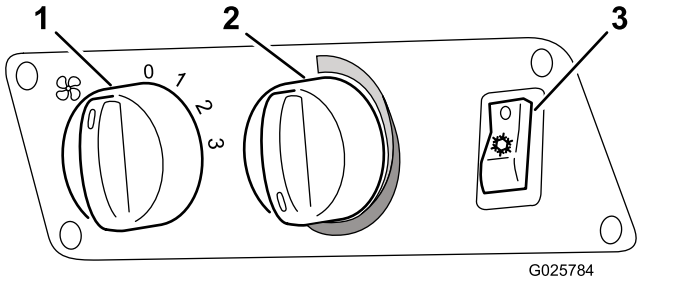

Figur 6
2. Slå på viftebryteren (Figur 6).
3. Slå på klimaanleggbryteren (Figur 6).
4. Sett temperaturstyreren (Figur 6) til maksimal kuldeinnstilling (mot urviseren så langt det går).